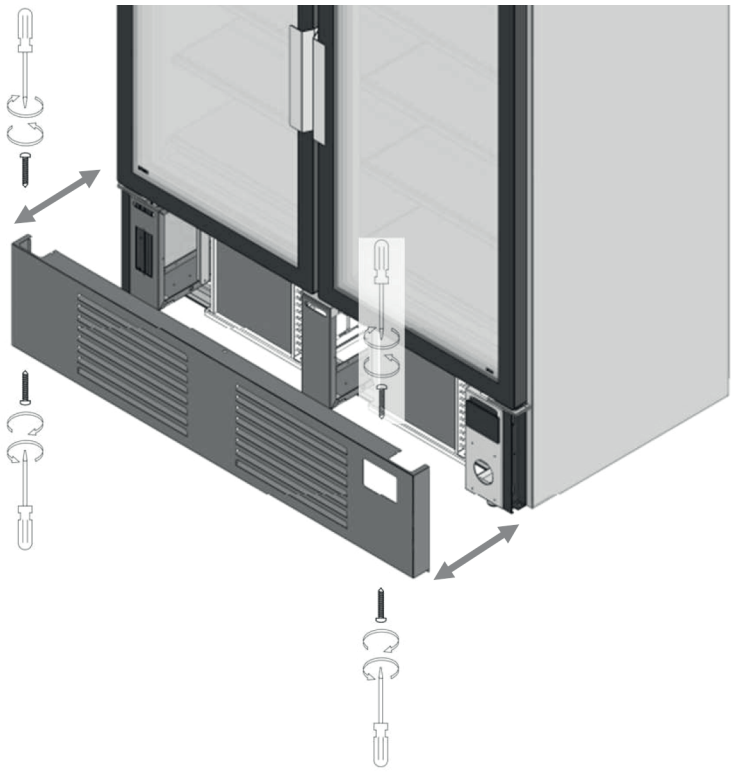

fig. 19
- Per accedere alle parti interne dell'apparecchiatura e per eseguire una adeguata pulizia è possibile, rimuovere la copertura frontale, togliendo le viti di fissaggio presenti nella parte superiore e inferiore della copertura (fig. 19).